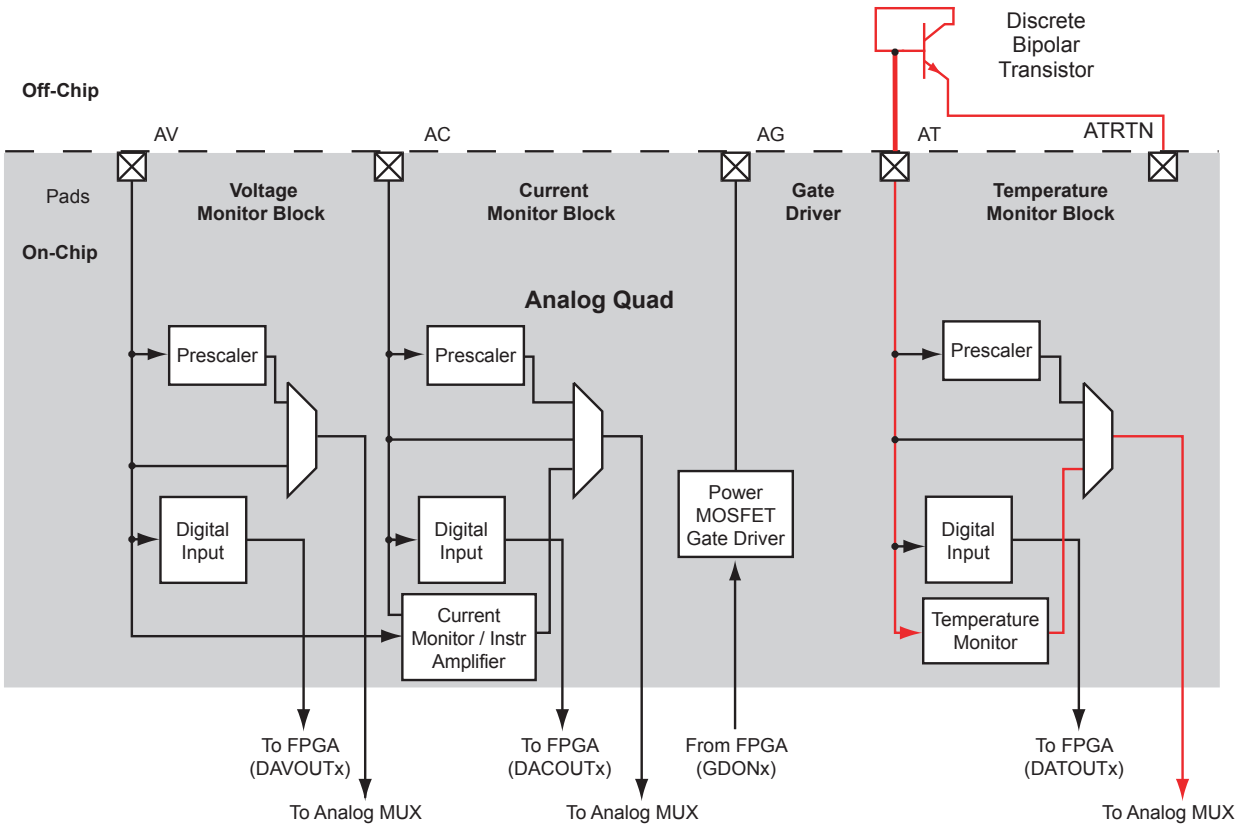

***Figure 2-76* • Temperature Monitor Quad**
The final pin in the Analog Quad is the Analog Temperature (AT) pin. The AT pin is used to implement an accurate temperature monitor in conjunction with an external diode-connected bipolar transistor (Figure 2-76). For improved temperature measurement accuracy, it is important to use the ATRTN pin for the return path of the current sourced by the AT pin. Each ATRTN pin is shared between two adjacent Analog Quads. Additionally, if not used for temperature monitoring, the AT pin can provide functionality similar to that of the AV pad. However, in this mode only positive voltages can be applied to the AT pin, and only two prescaler factors are available (16 V and 4 V ranges—refer to Table 2-57 on page 2-130).